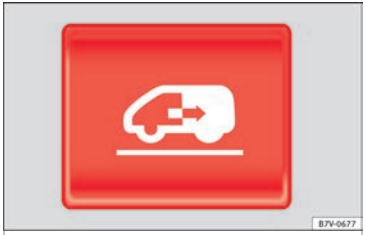

Fig. 136 On the dash panel, on the remote control key and on the interior lining of the sliding door: button for opening and closing the electric sliding door.
Opens the sliding door electrically.	Press the »» **Fig. 136** button on the dash panel, on the remote control key and on the interior lining of the sliding door. The sliding door opens with the rollback anti-trap function as long as the button is not pressed again.
Closing the sliding door electrically.	Press the »» **Fig. 136** button on the dash panel, on the remote control key and on the interior lining of the sliding door. The sliding door closes with the rollback anti-trap function as long as the button is not pressed again. As it closes, a warning sound is given.
- Press and hold the ⊡ ››› Fig. 136 button.